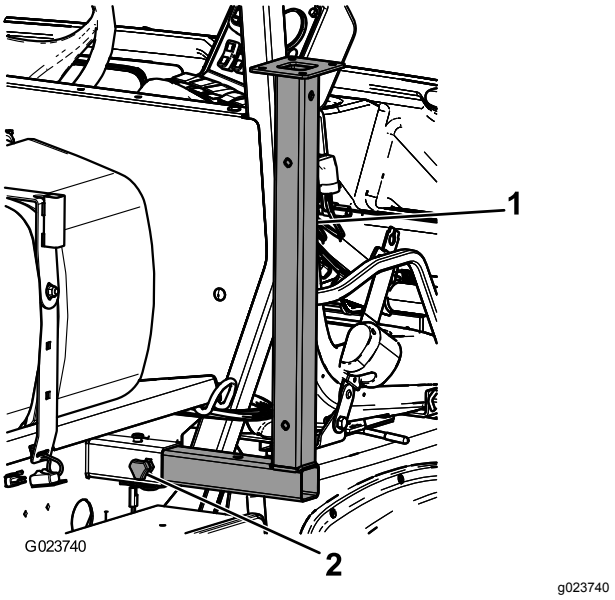

Figur 40
1. Sett de fremre jekkstøttene inn i rammen opp-ned ved de fremre festepunktene (Figur 40).